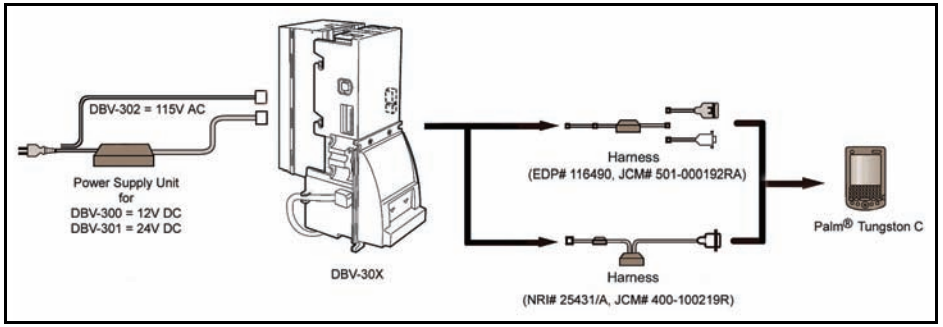

Figure 2 DBV-30X Palm Pilot PDA Firmware Flashing Set-Up
11. Setup the DBV-30X Bill Validator for programming as shown in Figure 2.